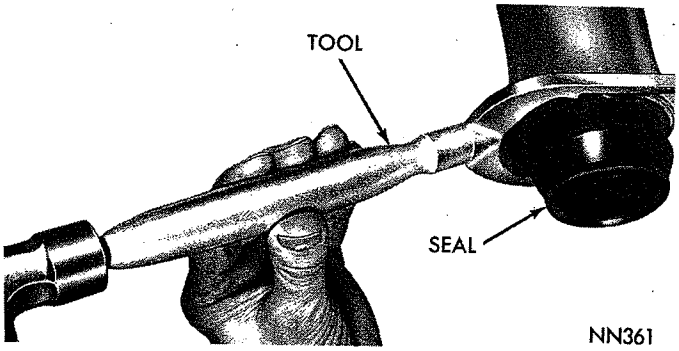

*Fig. 40—Removing Extension Housing Yoke Seal*
(2) Remove the extension housing yoke seal (Fig. 40) with Tool C-3994 or C-3985.